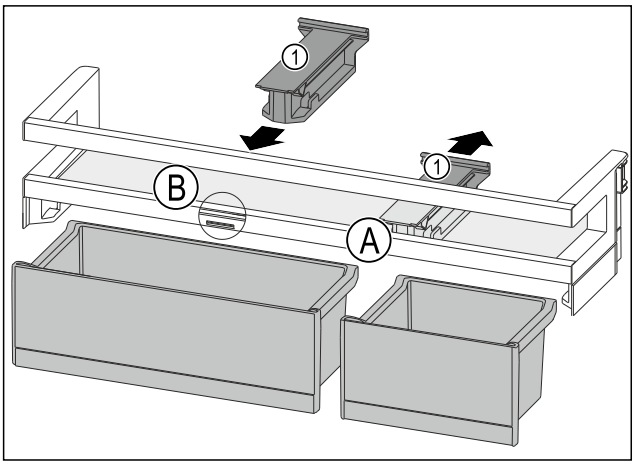

Fig. 154
▶ 将定位件 *Fig. 154 (1)*向后拉至位置 *Fig. 154 (A)*。
▶ 将定位件 *Fig. 154 (1)*插入至位置 *Fig. 154 (B)*。